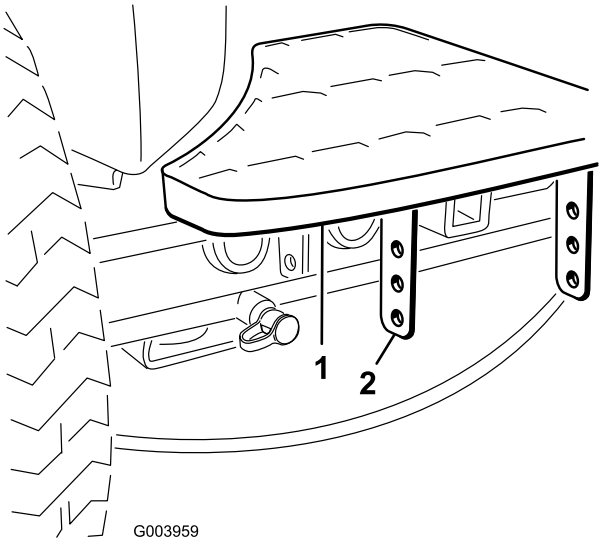

Figur 2
1. Fjern de to bolte og møtrikker, der fastgør trinbeslagene til traktionsenhedens ramme (Figur 2)